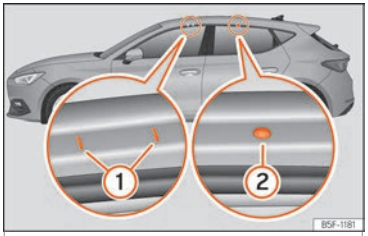

Fig. 142 Puntos de fijación de las barras longitudinales para el portaequipajes del techo (Leon).
Los puntos de fijación delanteros y traseros ① y ② sólo pueden verse con las puertas abiertas ››› **fig. 142**.